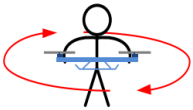

Fig.1
(1) 송신기에 전원 스위치를 켠 뒤 오토파일럿 시스템의 전원을 연결하세요!
(2) 빠르게 컨트롤 모드 스위치를 **Manual 모드**에서 **GPS ATTI 모드**로, 다시 **Manual 모드**로 왔다갔다 하세요. 6~10 번 정도 이동하면 LED 표지등이 노란색으로 점등될 것 입니다.
(3) Fig1 사진처럼 멀티콥터를 가로로 잡고 LED 표시등이 녹색으로 점등될때까지 360 도 회전해 주세요.